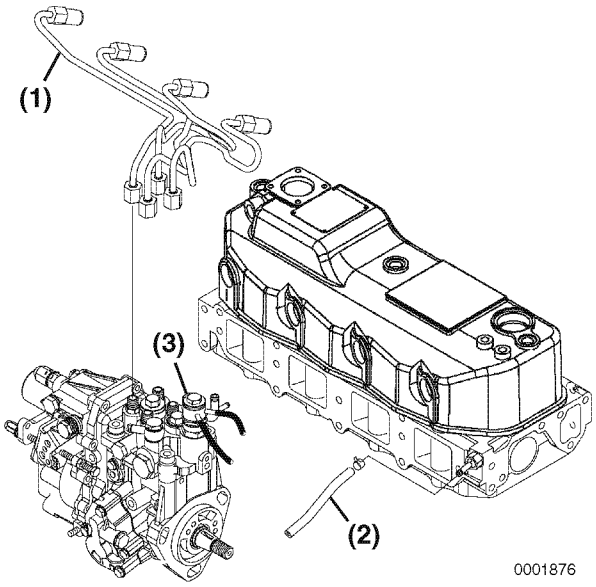

Figure 6-40
2. Remove the high pressure fuel injection lines **(Figure 6-40, (1))**. *See Removal of Fuel Injectors on page 7-35.*
3. Disconnect the fuel return hose **(Figure 6-40, (2))** from the cylinder head.
4. Disconnect the hoses **(Figure 6-40, (3))** from the cold start device on the fuel injection pump. This cooling water pipe is not used in electronically controlled engines 4TNV84T-Z, 4TNV98-Z, 4TNV98-E and 4TNV98T-Z. Instead, these engines use a solenoid valve and connecting coupler but, when removing the cylinder head only, it is not necessary to remove the connecting coupler.